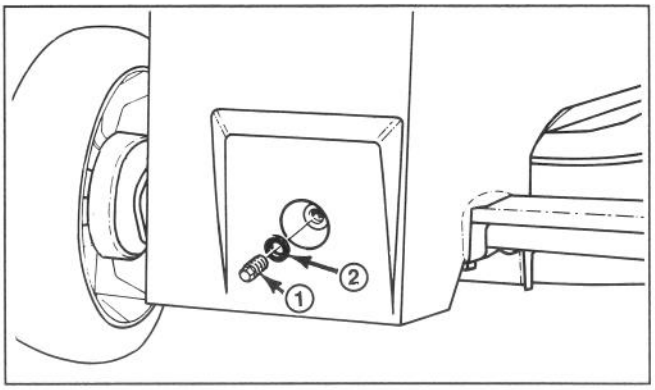

Figure 29
4. CHECKING GEAR OIL LEVEL—Reach between deck and gear case and clean around plastic gear case plug (Fig. 29). Remove gear case plug and watch for oil to drip out of hole. If gear oil drips out, quickly reinstall plug because oil is at proper level. If oil does not flow, add gear oil: see step 5.